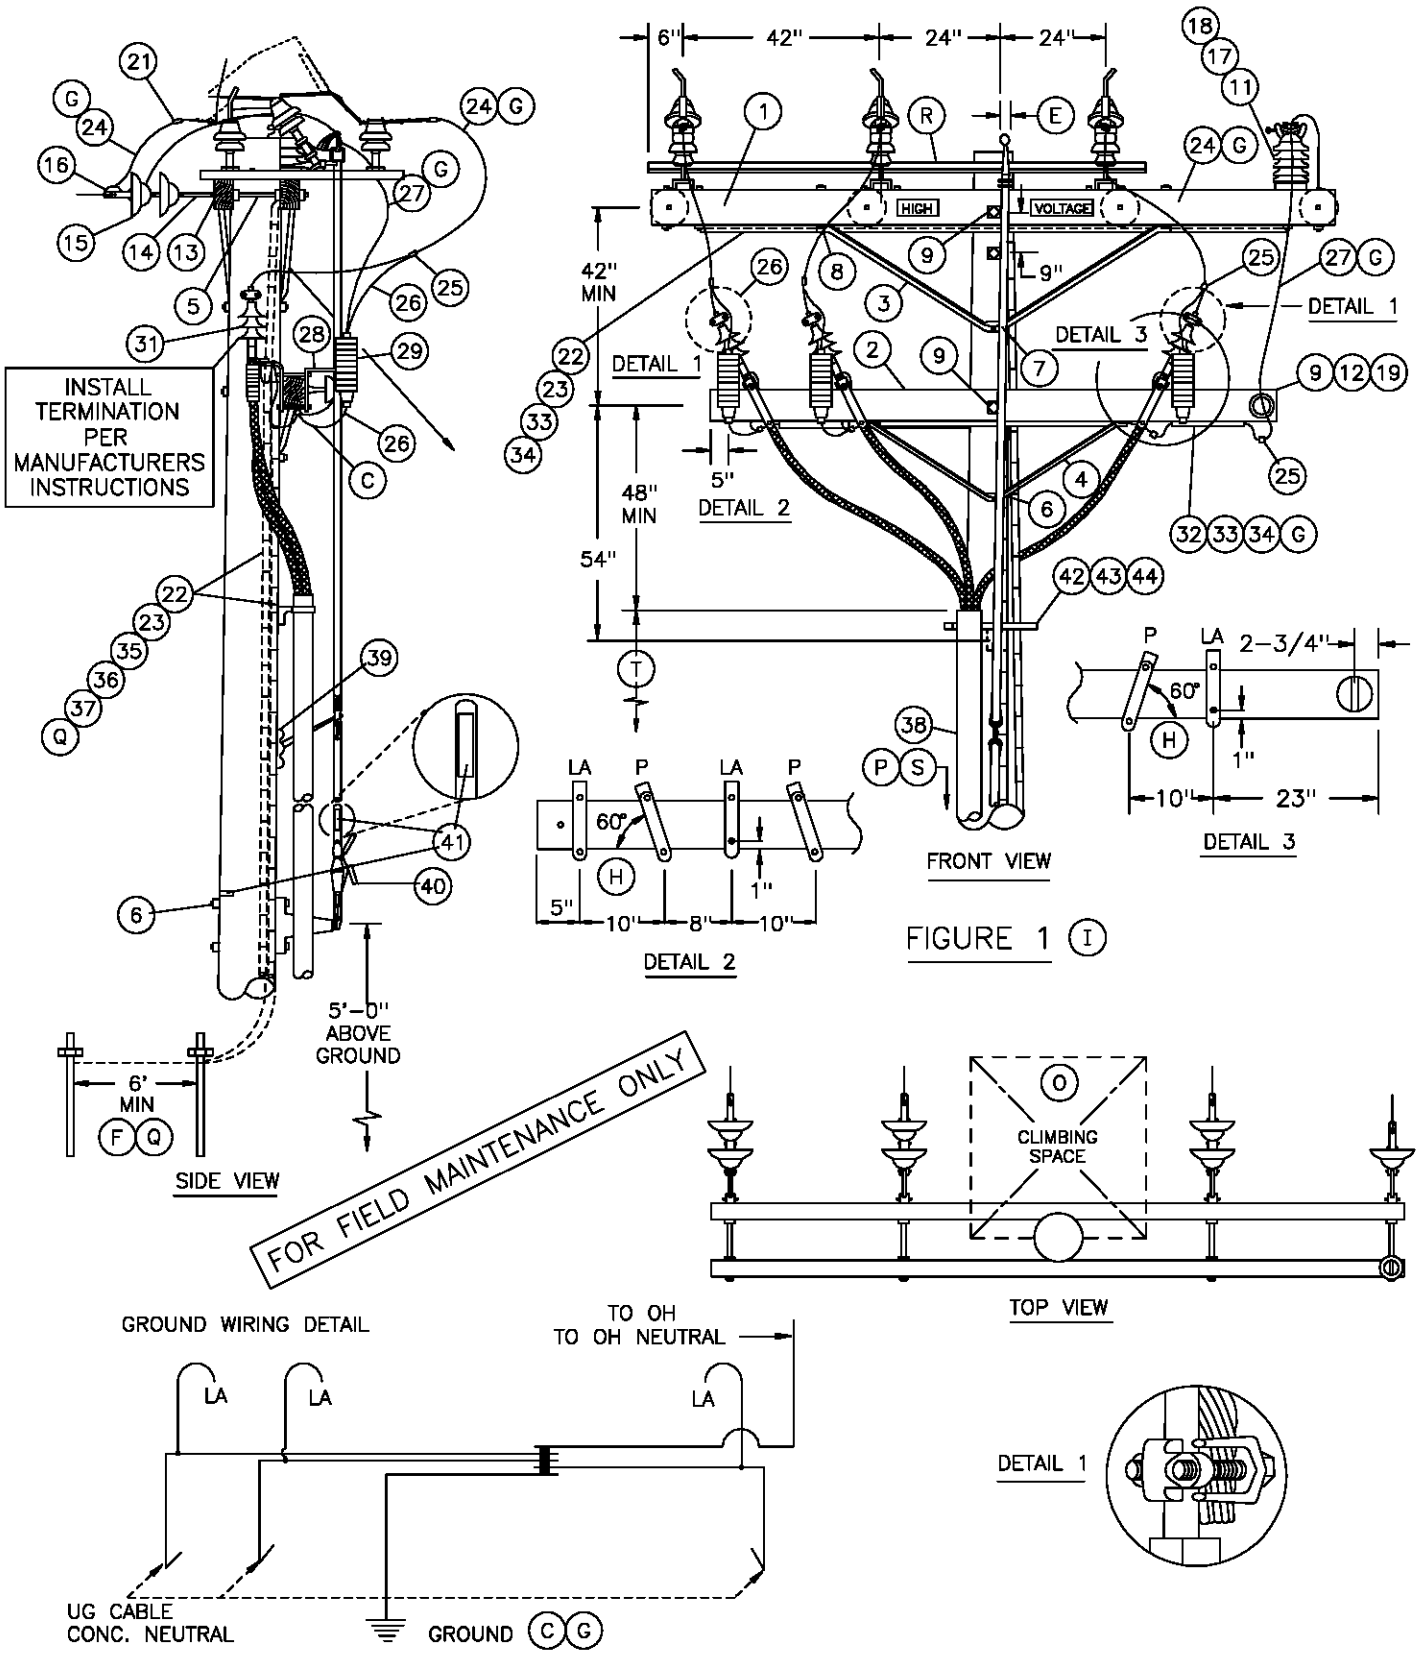

FIGURE 1 (I)
(G) WHEN ADDING THIS CONSTRUCTION TO AN EXISTING POLE WITH A 10' LINE ARM, AND SUFFICIENT POLE HEIGHT EXISTS, INSTALL 10' SWITCH ARMS AND ASSOCIATED HARDWARE BELOW THE LINE ARM TO AVOID CHANGING LINE ARM FROM 10' TO 12' (SEE O.H. STANDARD 1222, FIG. 1-B).